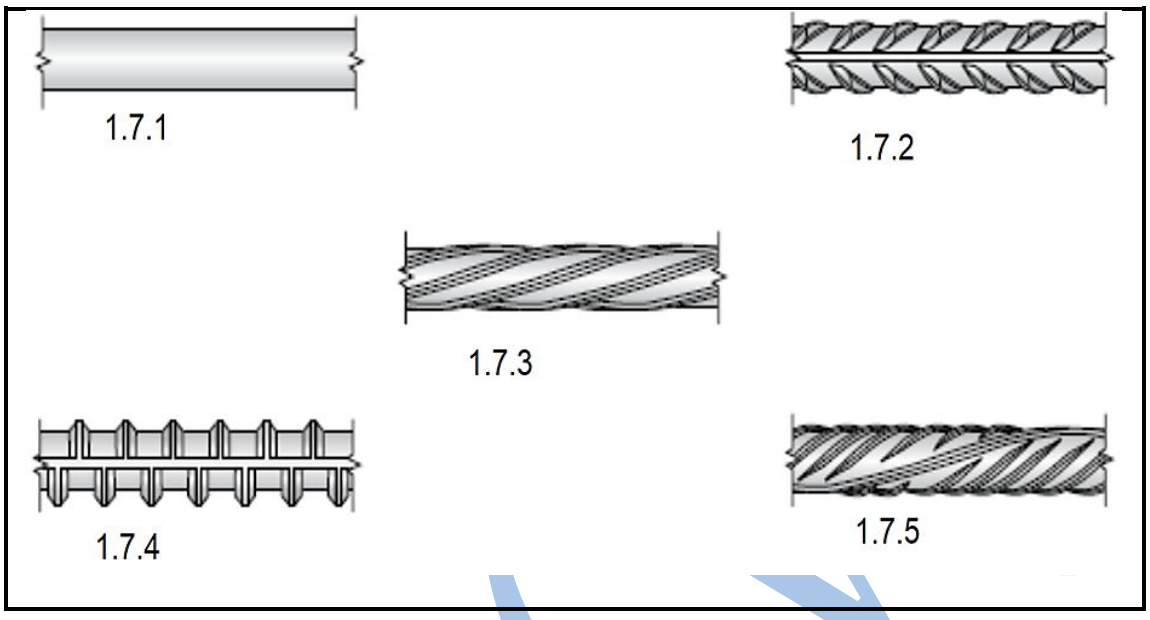

**FIGURE 2** (5 × 1) (5)
1.7 Name the reinforcement bars, commonly used in concrete reinforcement, shown in FIGURE 2 by writing only the answer next to the question number (1.7.1–1.7.5) in the ANSWER BOOK.